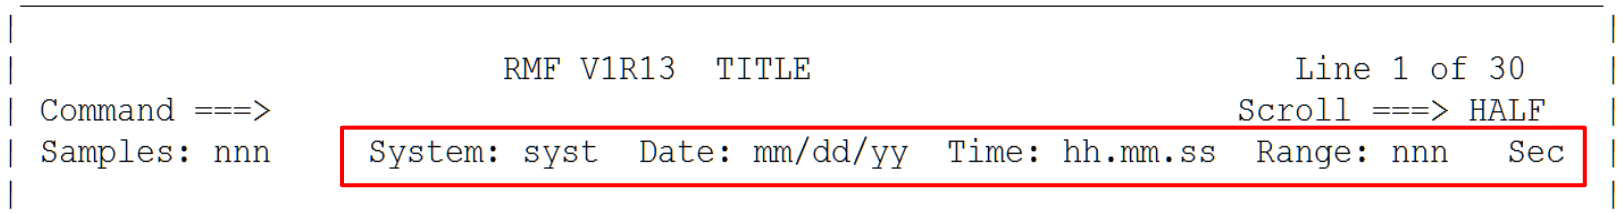

Figure 3. Header of Monitor III Single-System Reports
* Figure 3 and Table 5 from ***"z/OS V1R13.0 RMF Report Analysis"*** SC33-7991-19 (June 2011)